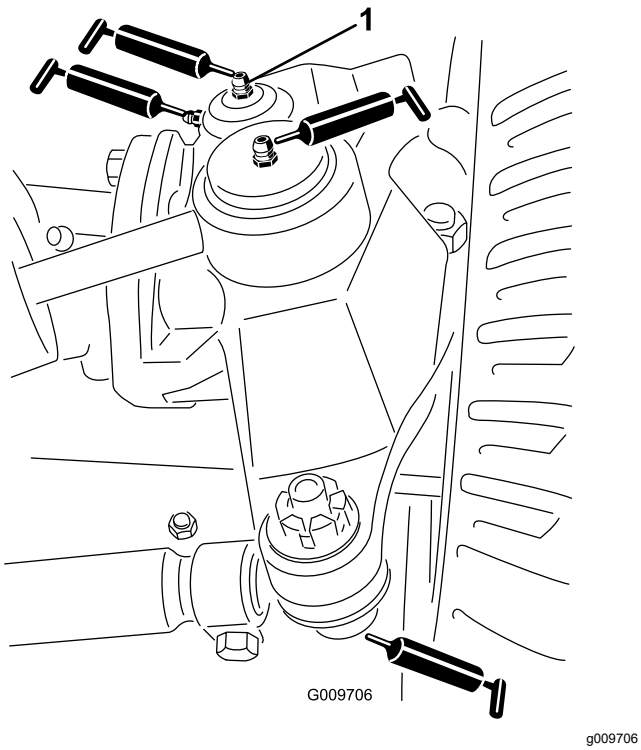

Figuur 49
- Kogelverbindingen van stuurcilinder (2) (Figuur 49)
- Kogelverbindingen van spoorstang (2) (Figuur 49)
- Lagerbussen van koppelpen (2) (Figuur 49). **De bovenste nippel op de koppelpen hoeft slechts één keer per jaar te worden gesmeerd (twee keer pompen).**